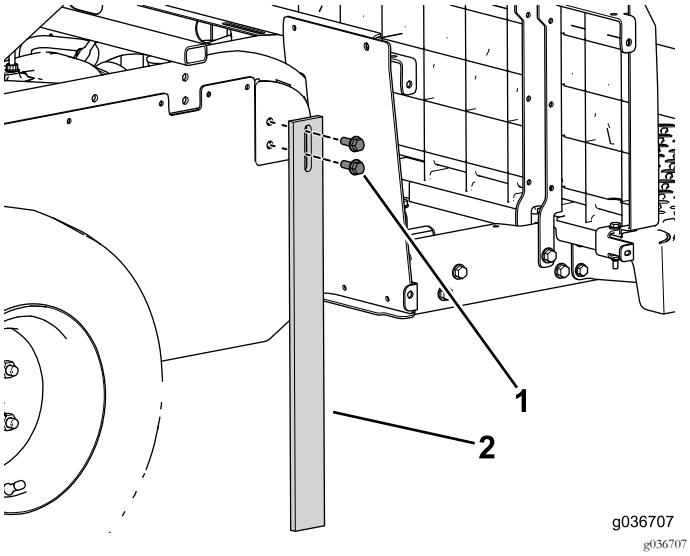

Figur 62
1. Monter støttebenet på maskinen (Figur 62).